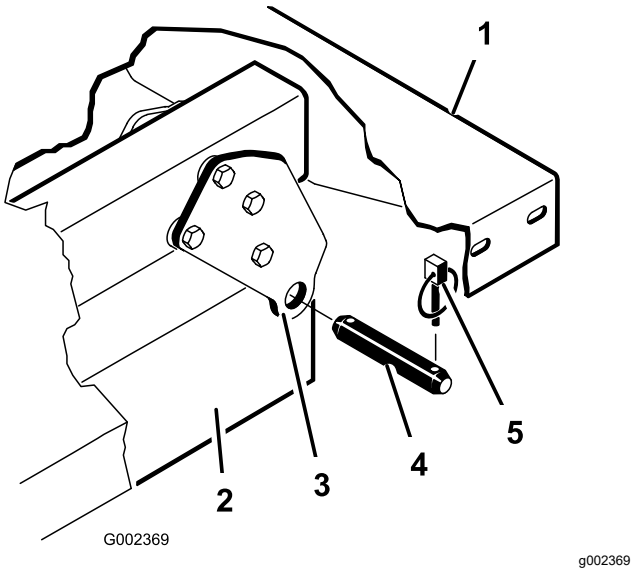

**Figuur 4**
5. Verwijder de gaffelpennen waarmee de uiteinden van de cilinderstang vastzitten aan de bevestigingsplaten van de laadbak, door de pennen naar binnen te drukken (Figuur 4).
6. Verwijder de borgpennen en de gaffelpennen waarmee de draaibeugels zijn bevestigd aan de framebalken (Figuur 4).